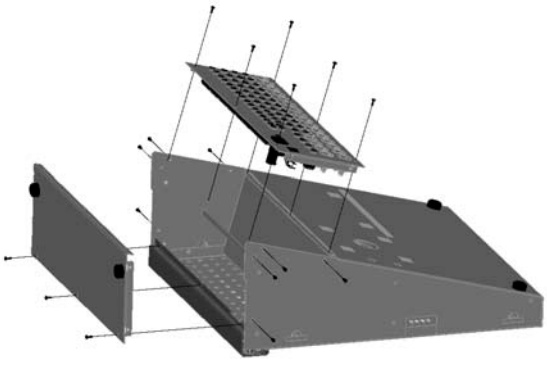

fig. 6
Attention : Si vous désirez faire pivoter le panneau de connexion en plus du montage en rack (fig. 6), effectuez les étapes 3 à 8. Sinon passez directement à l'étape 9.
6. Le capot doit être monté en plaçant le côté angulaire vers le haut, comme indiqué fig. 6. Le panneau de connexion est alors monté afin que la prise secteur soit placée à gauche et en haut de l'appareil (fig. 6).